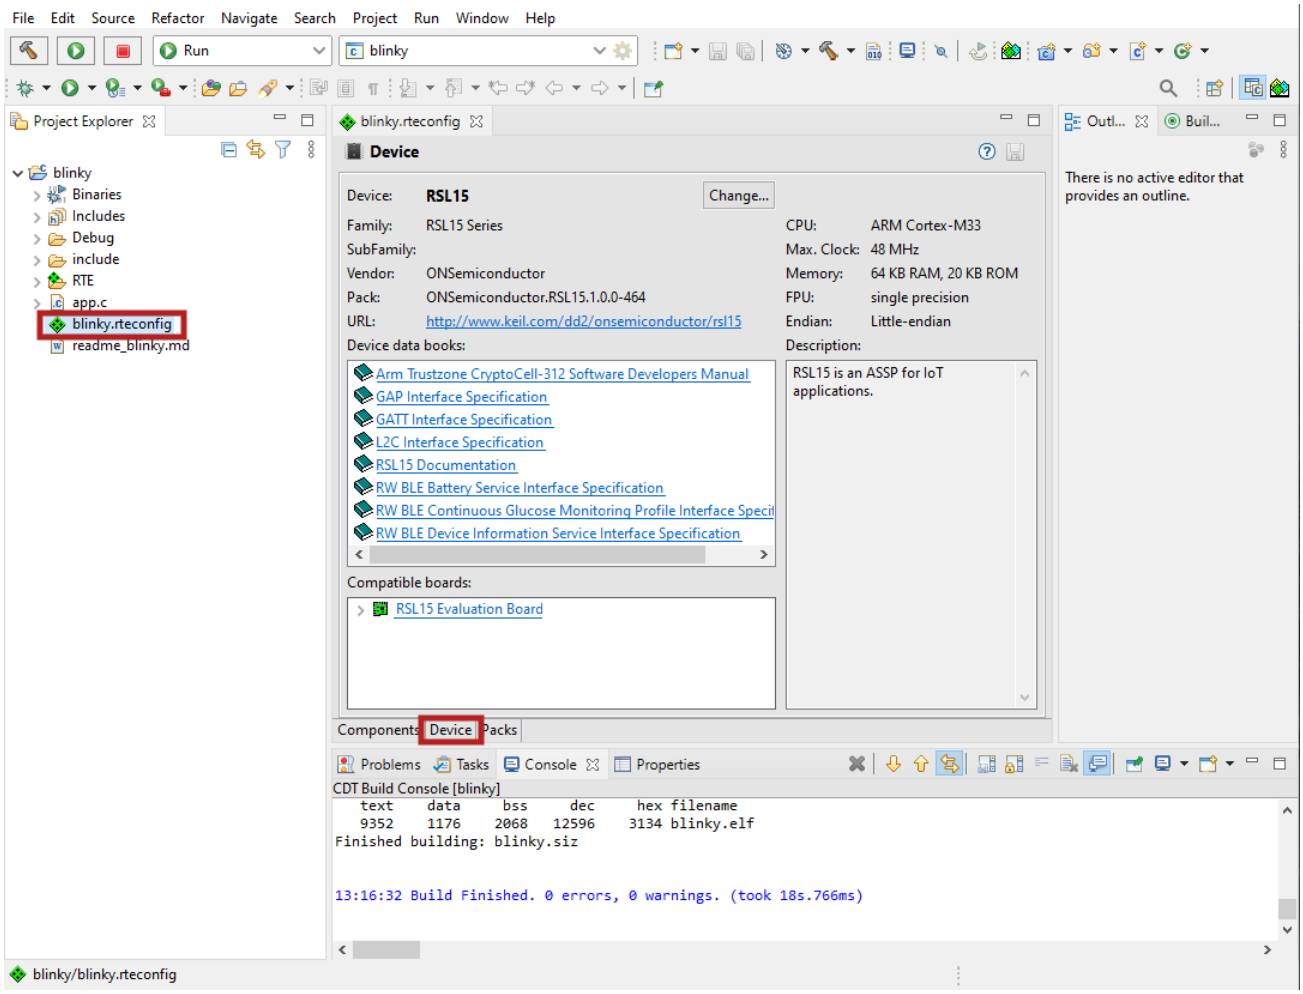

Figure 48. Accessing Documentation with the Device Tab
2. Select the **Device** tab (see the "Accessing Documentation with the Device Tab" figure (Figure 48)).